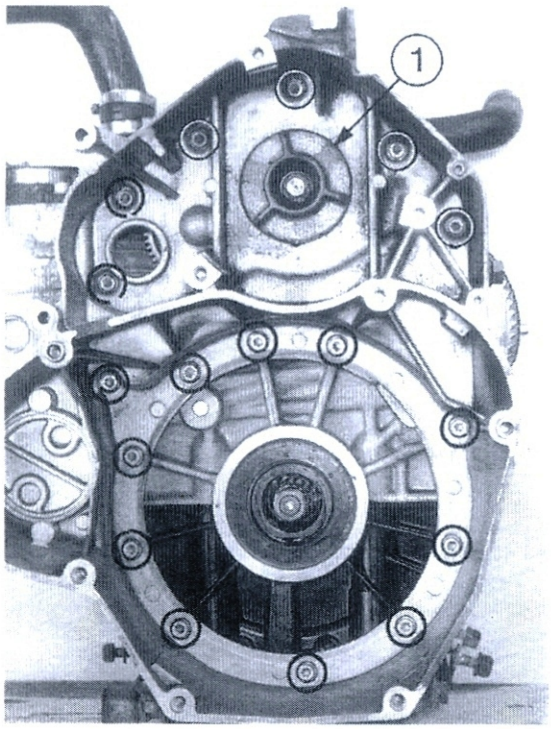

Bild 179
- TORX-Schrauben T 30 (Bild 179) schrittweise über Kreuz ausdrehen und Zwischenflansch abnehmen.